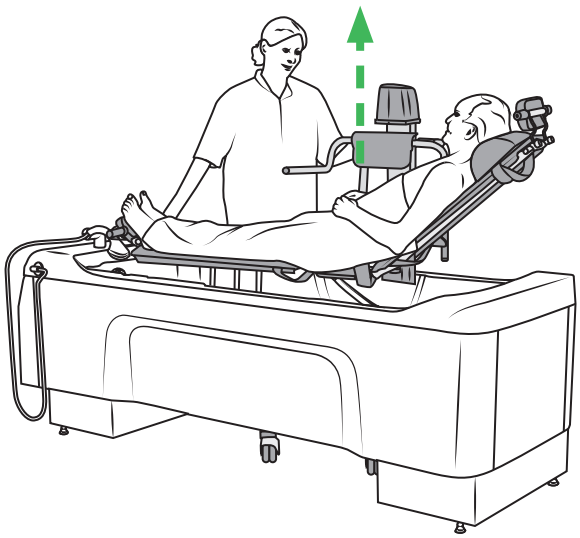

Abbildung 49
3. Den Badeliegelifter anheben. Siehe Abbildung 49.